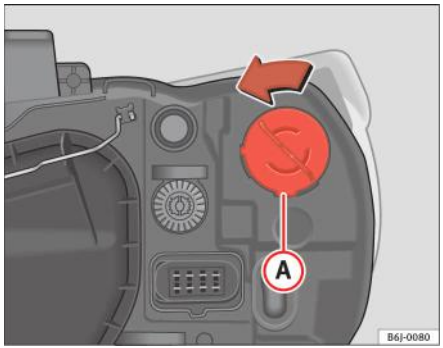

Fig. 139 Lampa simplă de semnalizare a schimbării direcției
– Rotiți soclul lămpii ⇒ fig. 139 Ⓐ în sens antiorar şi trageți-l în afară.